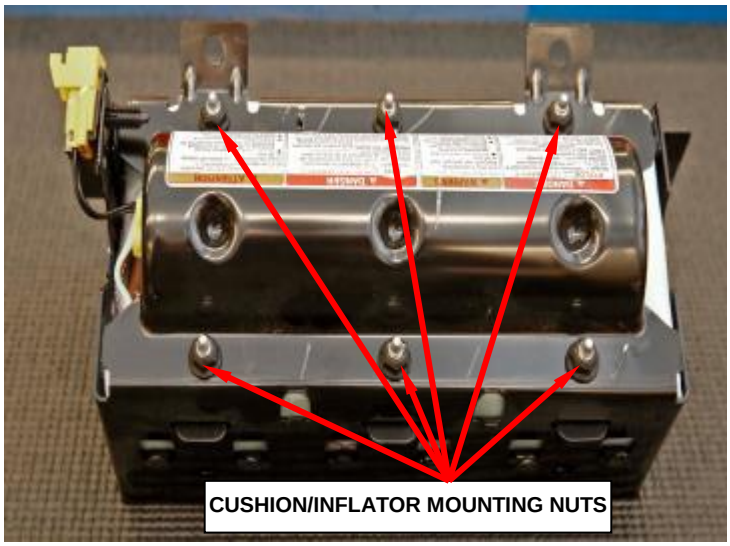

**Figure 20 – Cushion/Inflator Mounting Nuts**
d. Remove and discard the six cushion/inflator mounting nuts which attach the housing to the cushion (Figure 20).